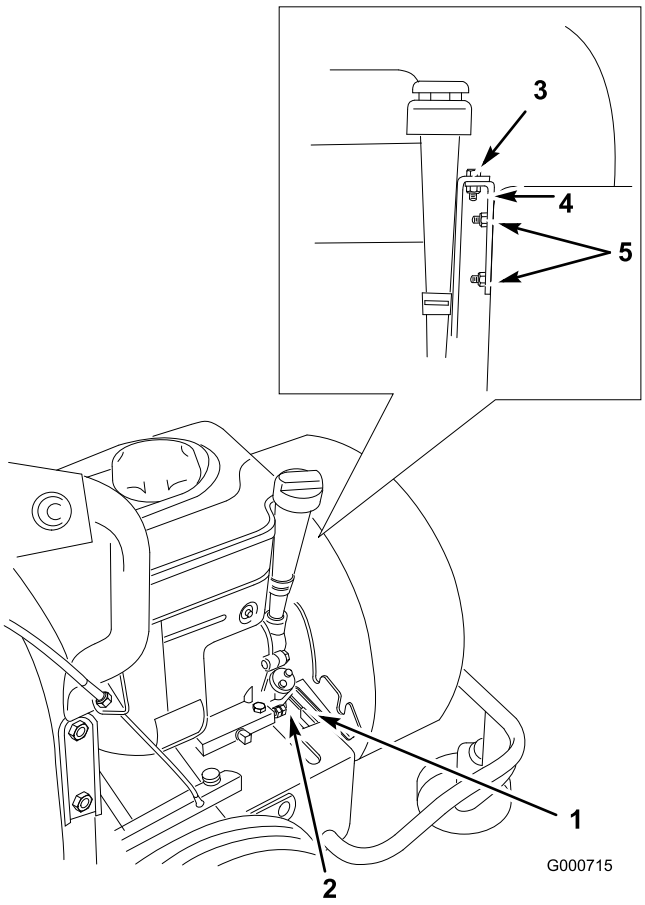

Figure 23
11. Reseat the housing, nesting the lower blower housing mounting bracket onto the front edge of the engine base (Figure 23).
12. Install engine bracket on the housing mounting studs with 2 locknuts (Figure 23).
13. Secure the bracket to the engine bracket with the bolt removed previously (Figure 23).